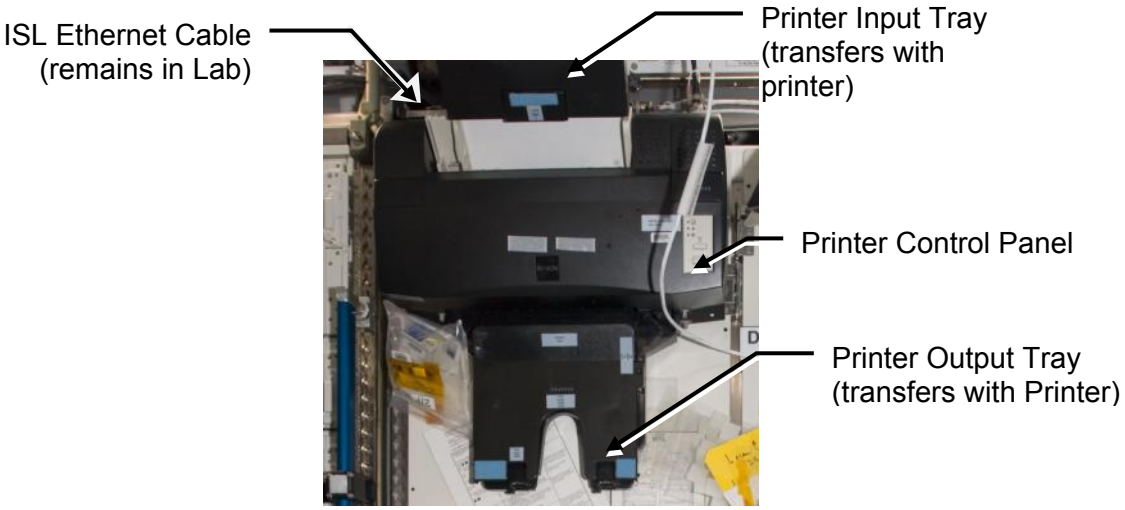

Figure 1.- Printer Installed at LAB1S6.
4. Remove paper from input tray, restrain and temp stow near printer location. Refer to Figure 1.